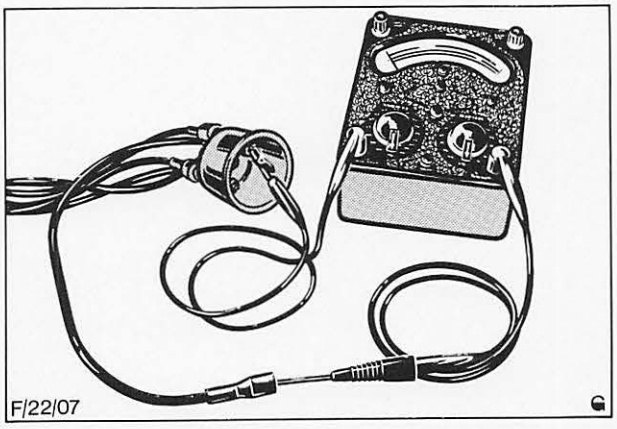

Abb. 24 Kurbelwelle auf OT gedreht (OHC-Motor)
3. Zündzeitpunkt prüfen und, falls erforderlich, einstellen, Abb. 24: